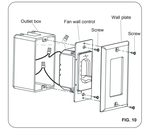

FIG. 10
1. (Fig. 10) Carefully tuck the wire connections inside the outlet box. Secure the wall control with the two screws provided.